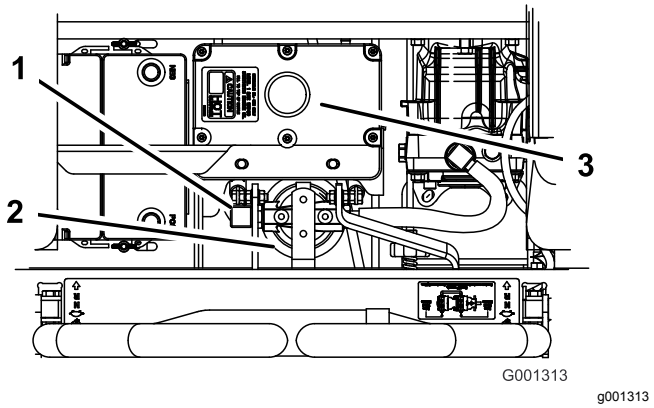

**Figuur 100**
4. Verwijder de rechter hydraulische leiding die naar het tussenstuk gaat (Figuur 100).
6. Monteer de rechter hydraulische leiding op het tussenstuk (Figuur 100).